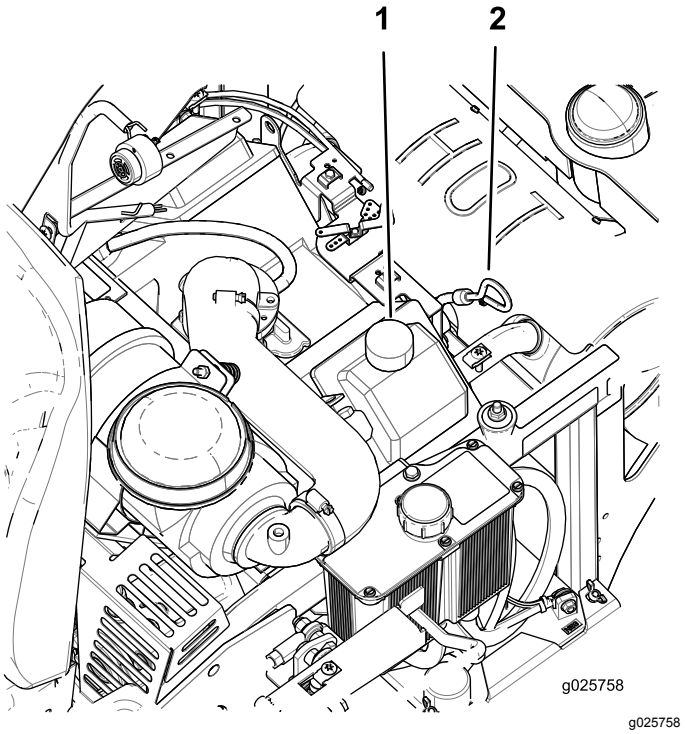

Figur 40
4. Rengör området runt oljepåfyllningslocket och oljestickan innan du tar bort stickan så att smuts och gräsklipp inte hamnar i motorn (Figur 40).
8. Om oljenivån är låg torkar du av området runt oljepåfyllningslocket, tar bort locket och fyller på till markeringen **full** på oljestickan (Figur 40).
4. Häll långsamt ca 80 % av den angivna oljan i påfyllningsröret och tillsätt långsamt ytterligare olja tills nivån når markeringen **full** på oljestickan (Figur 40).
5. Starta motorn och kör till ett plant område. Kontrollera oljenivån igen (Figur 40).